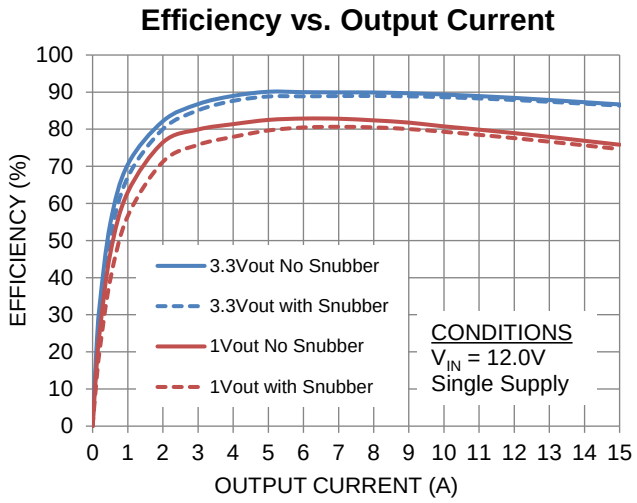

Figure 11: Efficiency with/without Snubber
If the maximum output capacitance in the application exceeds 50% of the COUT_MAX value in Table 3, then a "snubber" circuit is required (See Figure 1). The "snubber" circuit is a series resistor and capacitor from the NC(SW) pin to PGND. The "snubber" values are optimized for the EN23F2QI and should be followed to within 10% of the recommendations. Due to the added power dissipation, using the "snubber" will decrease the converter efficiency as shown in Figure 11. It is recommended to use at least a ¼W resistor at 1206 case size or greater due to power dissipation. The capacitor should be at least 0603 case size.